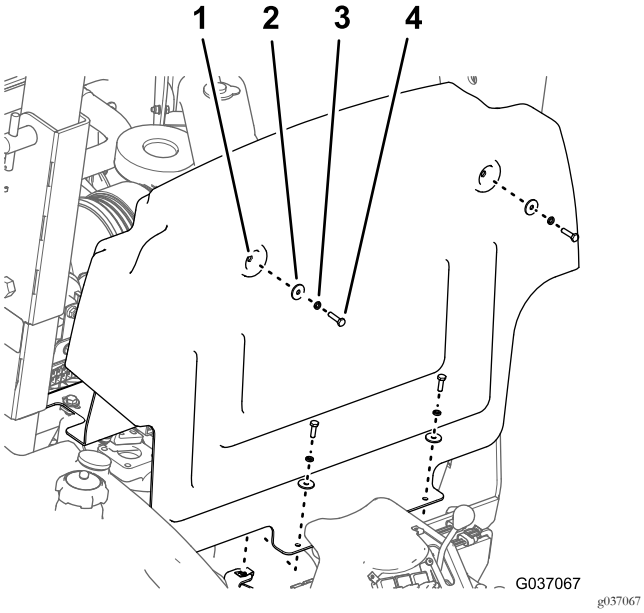

Figura 28
1. Retire los 4 pernos (6 x 25 mm), las 4 arandelas de freno (6 mm) y las 4 arandelas planas (6 mm) que sujetan el panel del pasamuros al chasis de la máquina (Figura 28).
2. Desplace el panel hacia arriba y hacia delante y retírelo de la máquina (Figura 28).
1. Alinee los 4 orificios del panel del pasamuros con las 4 tuercas de clip en el chasis; consulte la Figura 28.
2. Sujete el panel del pasamuros al chasis de la máquina con los 4 pernos, las 4 arandelas de freno y las 4 arandelas planas; consulte la Figura 28.